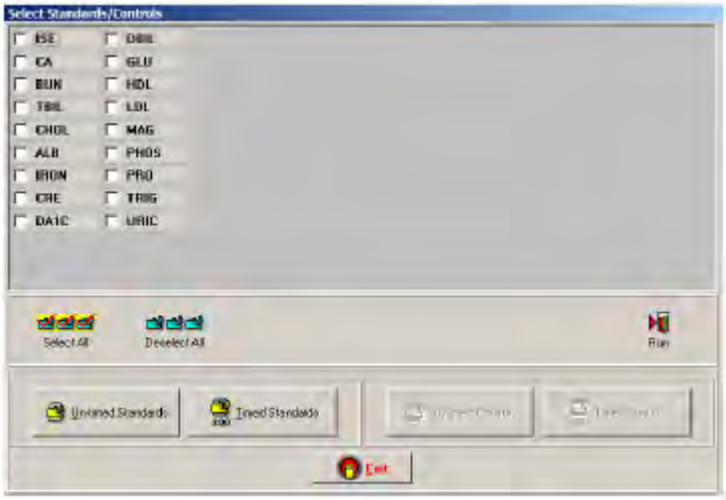

Figure 2-6
A Calibração dos padrões pode ser executada quando solicitado ou imediatamente após um alerta para o operador quando um intervalo de tempo pré-determinado estiver ocorrendo. Ambas as escolhas podem coexistir. As funções são "Un-timed Standards" e "Timed Standards" (Fig. 2-6). O código ID para todos os padrões são automaticamente atribuídos pelo analyzer e aumenta progressivamente a cada vez que um padrão é ordenado (ou seja, STD002, STD003...).
1) Seleccione a função de "Standards" do menu "Tests" ou através do ícone de acesso direto (Fig. 2-6).
1) Seleccione a função de "Standards" do menu "Tests" ou através do ícone de acesso directo (Fig. 2-6).
2) selecione "Timed Controls" na janela "Select Standards/Controls" (Fig. 2-6).